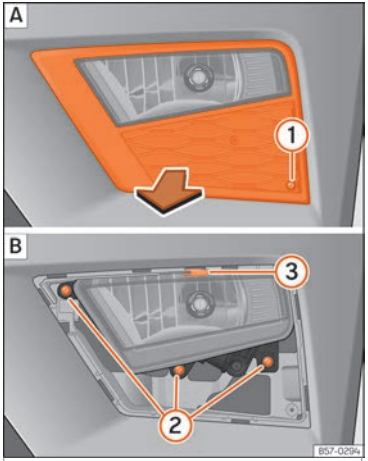
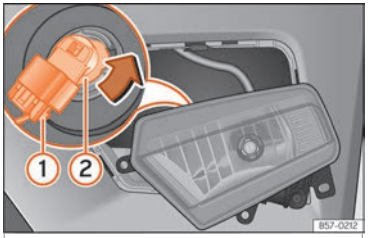

Abb. 59 Nebelscheinwerfer: Gitter herausziehen.
Abb. 60 Nebelscheinwerfer: Lampenhalter ausbauen
– Schraube ››› **Abb. 59** ① A mit einem Schraubendreher aus der Blende des Nebelscheinwerfers herausschrauben und Blende herausziehen.
– Entfernen Sie die 3 Schrauben ››› **Abb. 59** ② B.
– Ziehen Sie die Metallklammer an der Oberseite des Nebelscheinwerfers zur Außenseite des Fahrzeuges ab ③ B und entfernen Sie den Nebelscheinwerfer.
– Ziehen Sie den Stecker ››› **Abb. 60** ① von der Lampe ab.
– Drehen Sie den Lampenträger ››› **Abb. 60** ② nach links und ziehen Sie.